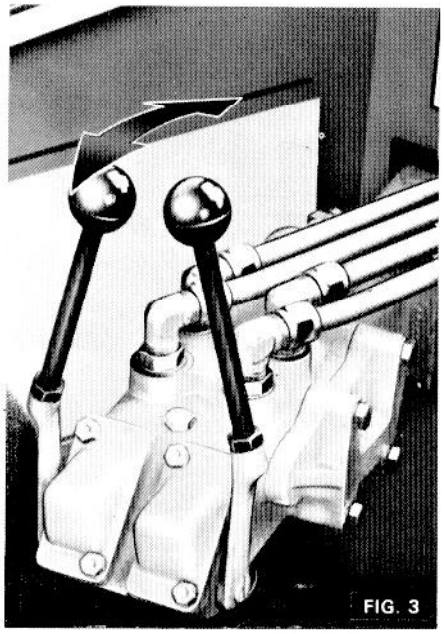

FIG. 3
Tiroir gauche (Fig. 3)
3. Quand le godet est rempli, et a pénétré aussi loin que possible dans le tas de matériaux, le redresser en agissant sur son levier de commande (Fig. 3).